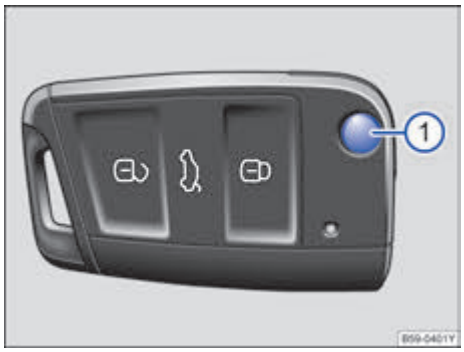

图 42 遥控钥匙
按压按钮→图 42① 即可解锁并翻开钥匙头。
如短时间内反复按压汽车钥匙上的按钮→图 42 或中央门锁某个按钮→第 56 页，则中央门锁系统将暂时关闭，防止系统过载，此时汽车处于解锁状态，必要时闭锁汽车。 ◁